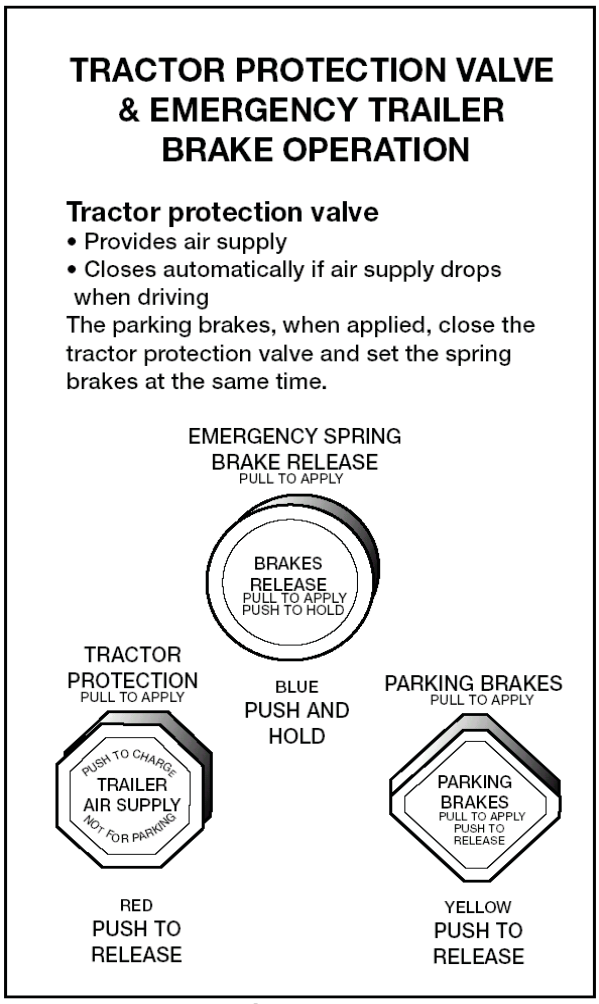

**Figure 5.3**
**Dual Parking Control Valves.** When main air pressure is lost, the spring brakes come on. Some vehicles, such as buses, have a separate air tank that can be used to release the spring brakes. This is so you can move the vehicle in an emergency. One of the valves is a push-pull type and is used to put on the spring brakes for parking. The other valve is spring loaded in the “out” position. When you push the control in, air from the separate air tank releases the spring brakes so you can move. When you release the button, the spring brakes come on again. There is only enough air in the separate tank to do this a few times. Therefore, plan carefully when moving. Otherwise, you may be stopped in a dangerous location when the separate air supply runs out. See Figure 5.3.